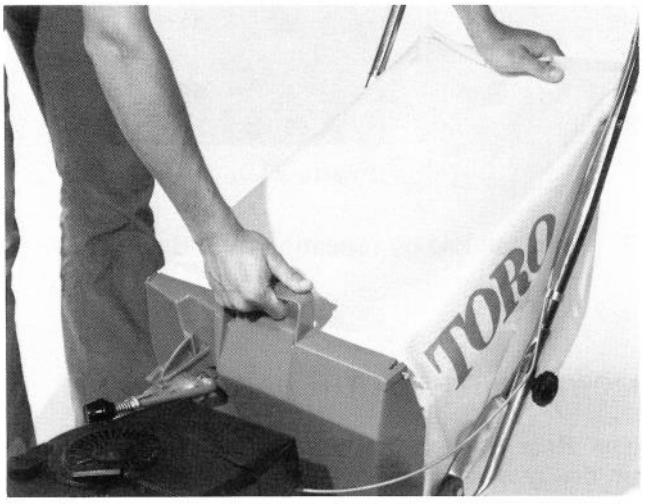

Figure 20
5. ⚠ When bag must be emptied, stop the engine and wait for all parts to stop moving. Move chute door handle forward until it locks in the latch. Then lift bag straight up so clippings stay in the bag rather than falling out the opening (Fig. 20).